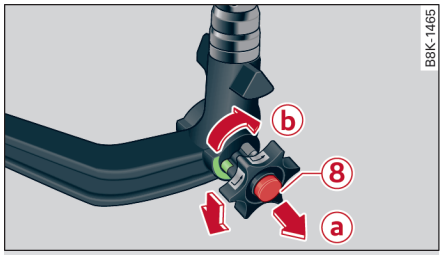

图 196 可拆卸的挂车挂钩：拆卸球节牵引杆
- 取下封闭盖并把扳子插入手轮上的锁中 ⑧ ⇨ *图 196*。